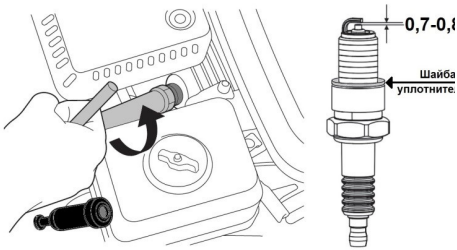

**Рис. 29 Обслуживание свечи зажигания**
1. Снимите со свечи зажигания колпачок высоковольтного провода и удалите грязь вокруг свечи зажигания (Рис. 29).
4. Измерьте зазор между электродами свечи зажигания специальным щупом. Зазор должен быть 0,7-0,8 мм (Рис. 29). При увеличении, или уменьшении требуемого зазора, рекомендуется заменить свечу, так как регулировка зазора может привести к изменению качества искрообразования.